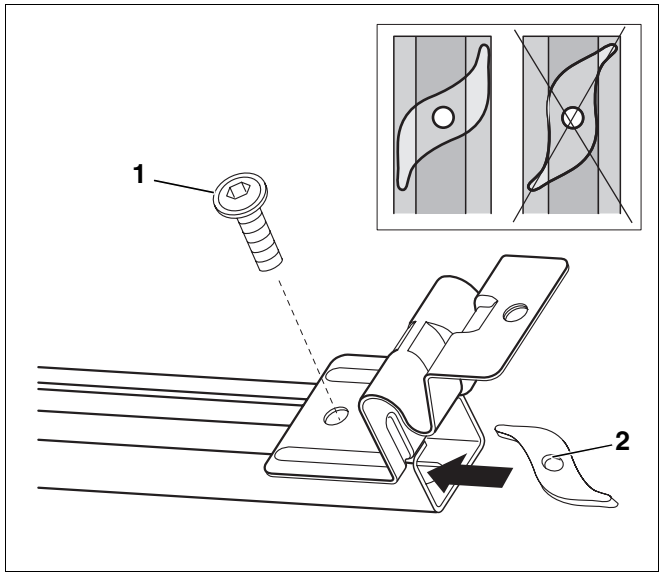

Afb. 15 Schroef de collectorhouder gelijk met de profielrails
- Monteer de collectorhouder (afb. 15) zo, dat de omgeplooide zijde van de collectorhouder gelijk komt met het einde van de profielrail. Ze mag zeker niet uitsteken.
- Schroef de collectorhouder met behulp van de voorgemonteerde schroefplaten (zelftappende, stroeve draad; afb. 15, **pos. 2**) en schroeven met een bolle kop (afb. 15, **pos. 1**) vast